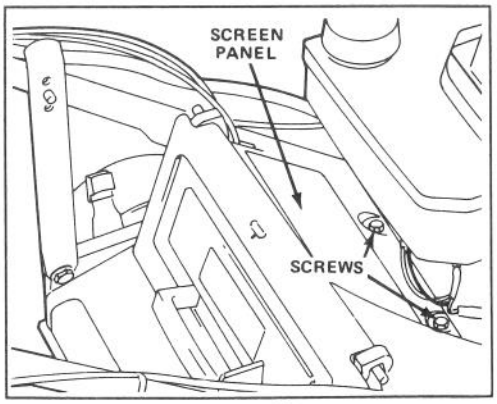

Figure 33
6. Remove screen panel on mower housing and clean around blade brake mechanism (Fig. 33).